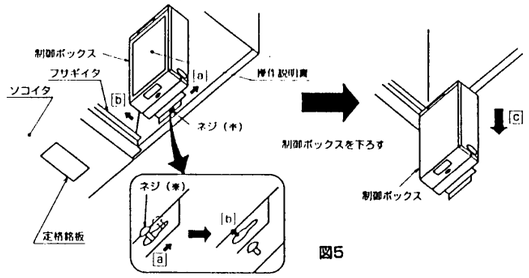

図5
取り外し方は、※部ネジを緩め矢印の方向 a b c の手順で制御ボックスを移動させますと取り外せます。(図5参照)
3) 制御ボックスを室内ユニット本体内に、図5とは逆の手順で取付けてください。